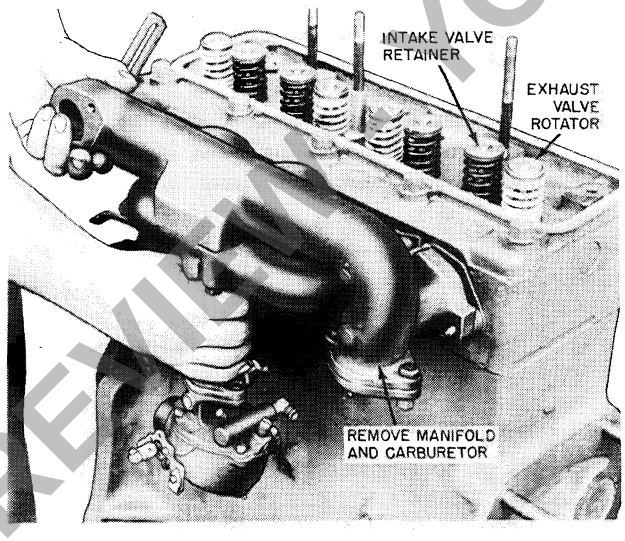

Fig. B-8. Removing Manifold Assembly
2. Remove carburetor and manifold as a unit. Unless servicing of one of these assemblies is required, no further disassembly is necessary. Fig. B-8.